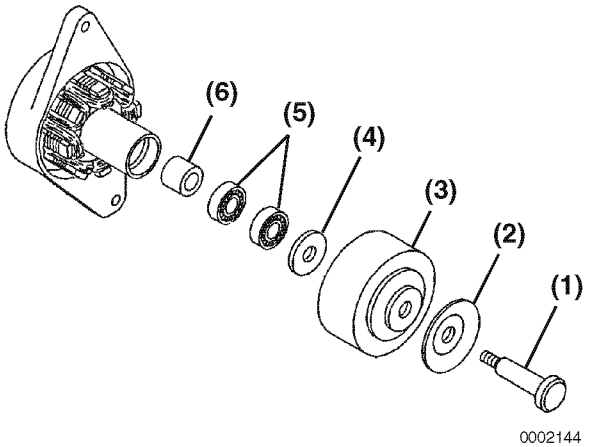

Figure 12-28
3. Reinstall the front bearings **(Figure 12-28,** (5)) and spacer **(Figure 12-28,** (6)).
4. Reinstall the flat washer **(Figure 12-28, (4))**, flywheel **(Figure 12-28, (3))**, pulley half **(Figure 12-28, (2)**, and through bolt **(Figure 12-28, (1))**.